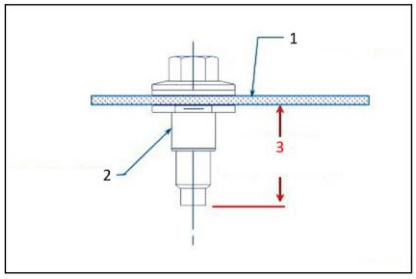

Fig. 1 :
- Les éléments de fixation (y compris les PlusNut® ou les éléments semblables) ne doivent pas dépasser de plus de 25 mm (1,0") sous le plancher du véhicule (Figure 1).